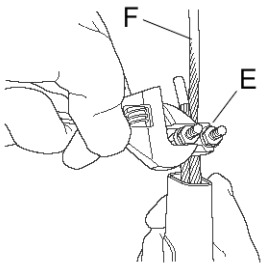

Figure 6-11
6) Remove the Wire Rope Clamp (E) from the Wire Rope (F) as shown in **Figure 6-11**.